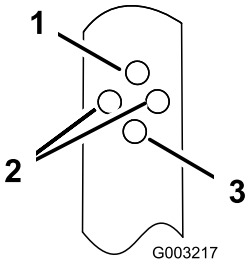

Figuur 16
2. Steek de bout door het gat in elke beugel waarmee de handgreep in de gewenste positie wordt gezet (Figuur 16).